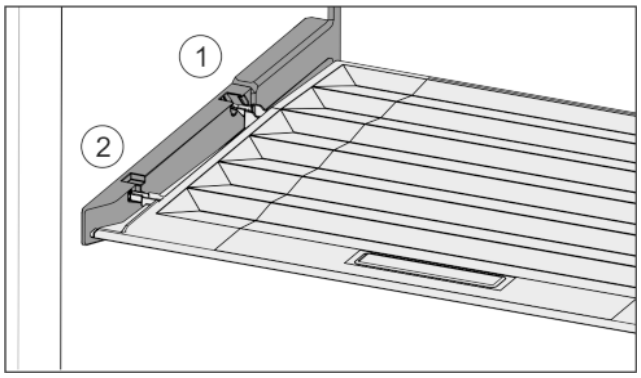

Fig. 30
▶ Insert the lip of the cover over the opening of the rear bracket *Fig. 30 (1)* and click into place *Fig. 30 (2)*.